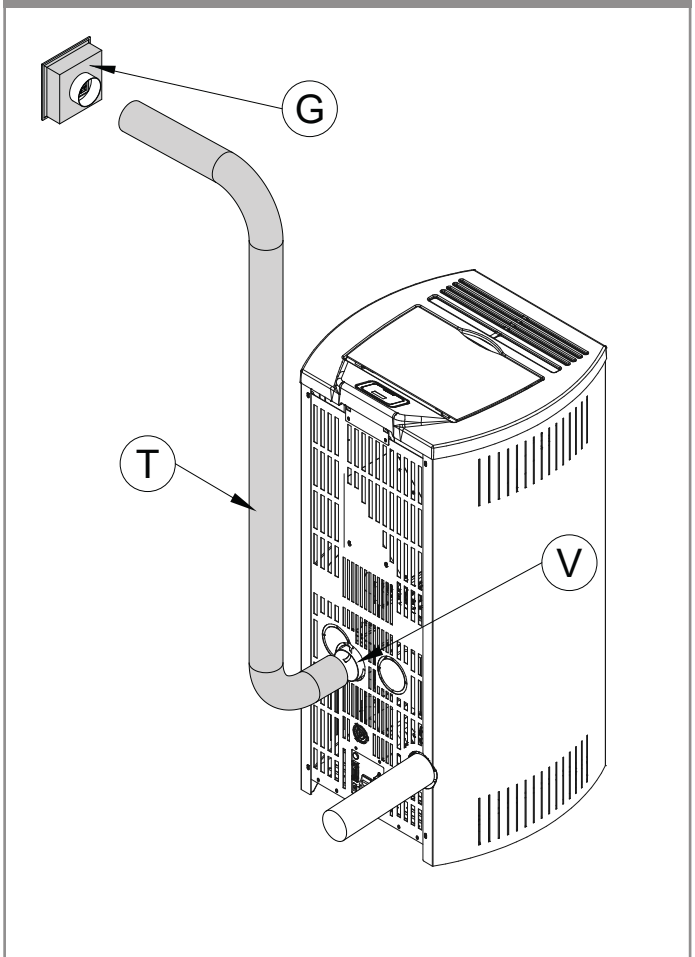

Abb. 5.6a
Um den Kaminofen an das Kanalheizsystem anzuschließen, ist es notwendig, ein Rohr mit 80 mm Durchmesser (T) an das hintere Gebläse (V) auf der einen Seite und an die Luftverteilungsdüse (G) auf der anderen Seite anzuschließen. Mit einer Schlauchschelle von 80 mm Durchmesser befestigen (**Abb. 5.6a-b**).